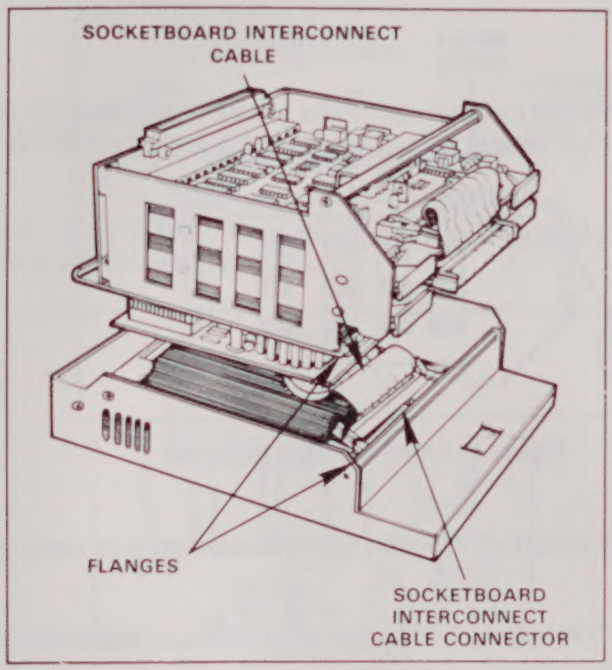

Figure 2. Card Cage Separation from Top Cover
5. Lift the card cage up and out of the top cover until you can see the socketboard interconnect cable (see figure 2). Do not detach the interconnect cable.
3. Replace the card cage, containing the memory board, by turning it over so that the memory board faces into the UniPak top cover. Tilt the card cage up and push gently forward to lock the top cover's flange between the card cage's top and bottom flanges (see figures 2 and 1b). Then gently set the card cage back into the top cover.